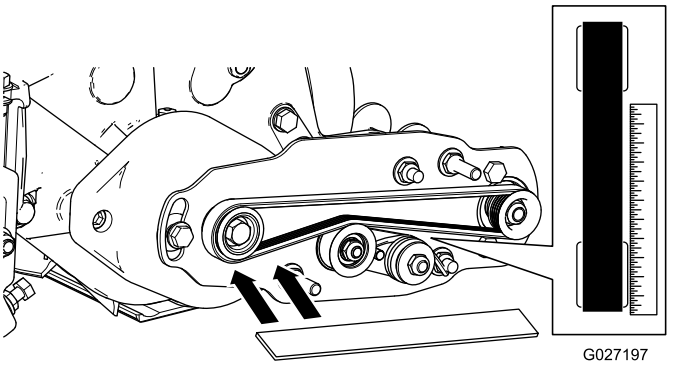

Figure 18
- Lay a straightedge along the outer face of the **drive** pulley (Figure 18). **Do not** lay the straightedge across both the drive pulley and the driven pulley.